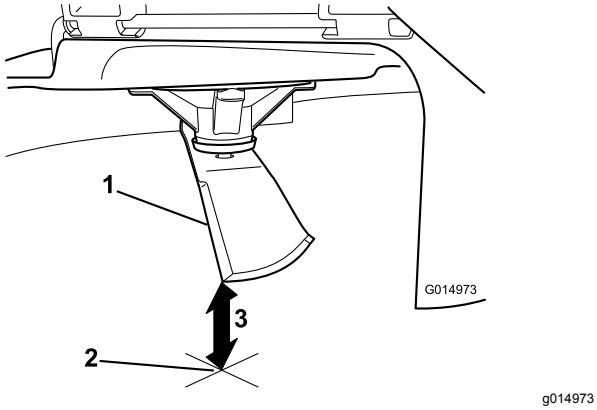

Rysunek 64
3. Zmierz odległość od końcówki ostrza do płaskiej powierzchni (Rysunek 64).